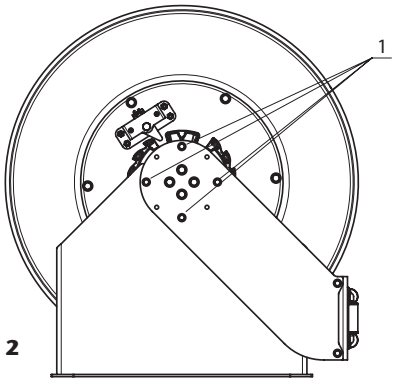

Fig. 2
To position these guide arms, loosen and remove the screws (1) (fig. 2) in both arms. At this moment, the spool and the guide arms become loose from the reel frame. Then, just position the guide arms in the desired position and fix them with the same screws.